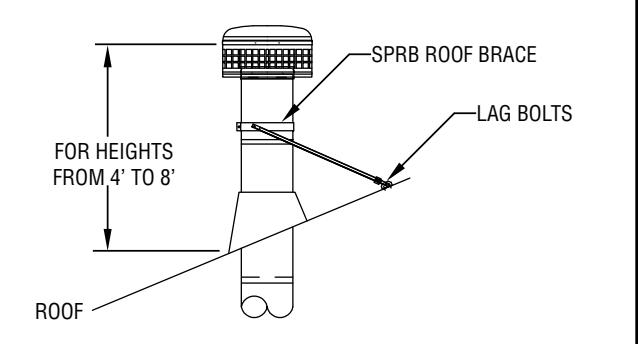
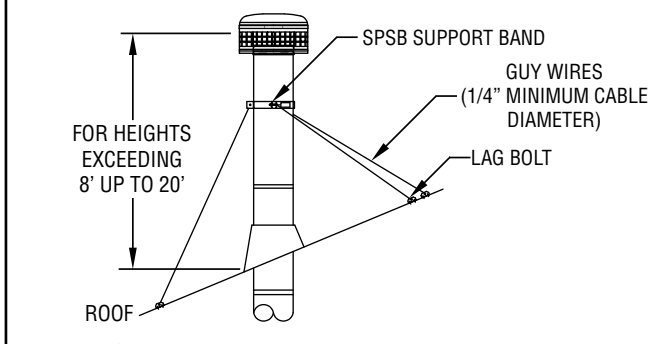

Figure 45
Figure 46
Select the proper support for your application-using either a roof brace ***(Figure 45)***, or a support band with guy wires ***(Figure 46)***
3. Position the support legs as shown in ***Figure 45***. The length of the support legs can be adjusted by loosening the bolt on the leg clamp.